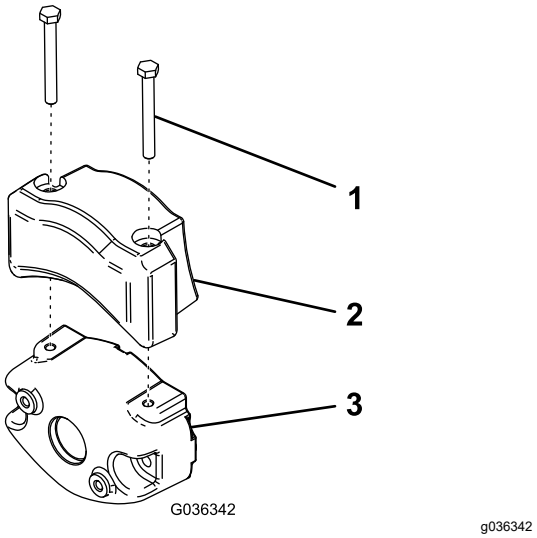

Figuur 4
4. Bevestig het elektrische contragewicht aan het bestaande contragewicht; gebruik hierbij 2 inbusbouten zoals getoond in Figuur 4.